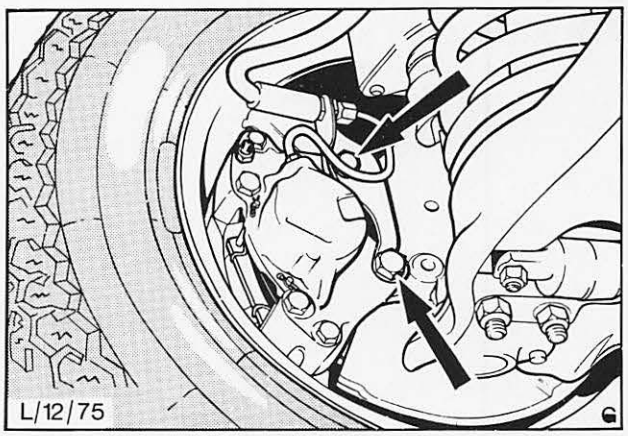
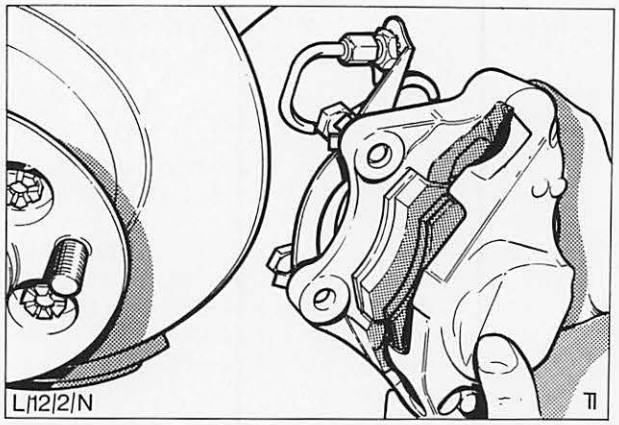

Abb. 30 Befestigungsschrauben – Bremssattel
Abb. 31 Ausbau des Bremssattels
4. Nasen der Sicherungsbleche aufbiegen, beide Befestigungsschrauben des Bremssattels entfernen, Abb. 30, und Bremssattel abnehmen, Abb. 31.